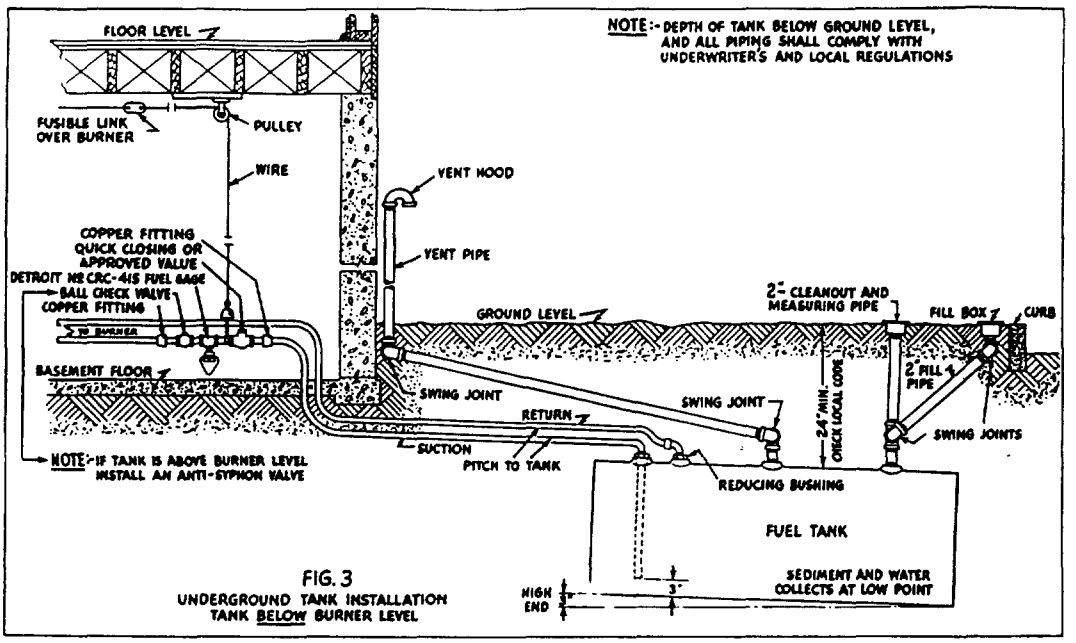

FIG. 3
UNDERGROUND TANKS: (See Figure 3). TWO PIPE
4. Install Fill, Vent, Cleanout or Measuring Pipe, and Oil Gauge as shown in Fig. 3.